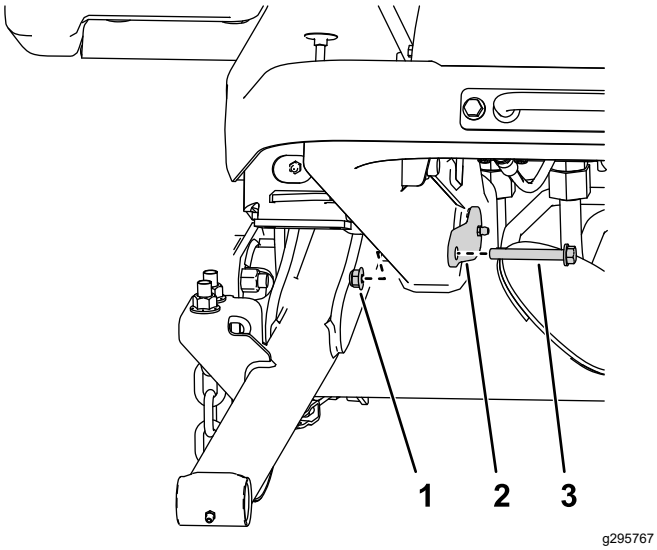

**Figura 6**
4. Utilizzate 2 dadi (⅜") e 2 bulloni (⅜" x 2¾") per fissare i perni grandi al telaio (Figura 6).